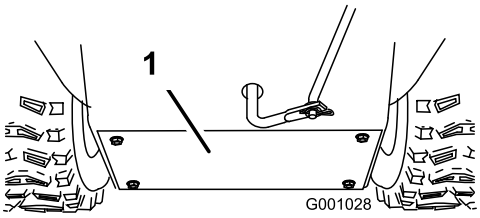

Figur 44
3. Ta bort den bakre kåpan (Figur 44).